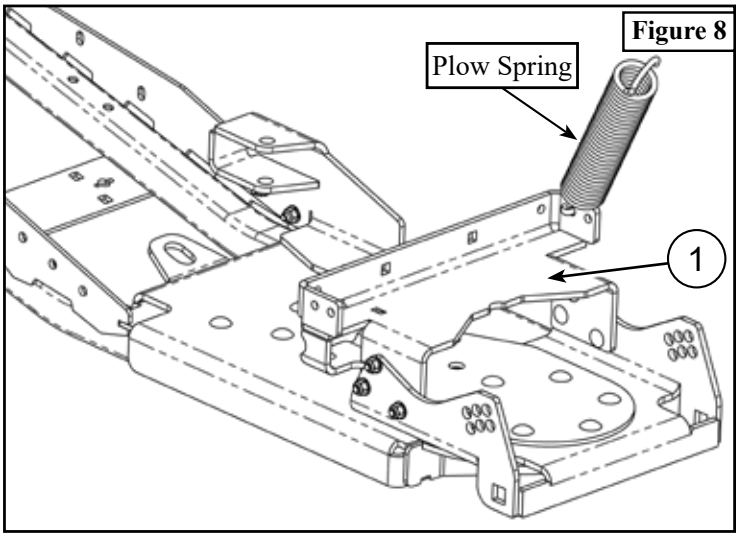

Figure 8
10. Springs will attatch to the bent flange on the Cradle Bracket (1). As shown in **Figure 8**.
10. Plow Springs will attatch to the front cradle bracket (1). The rear most hole is the stock position, as shown in **Figure 8.**